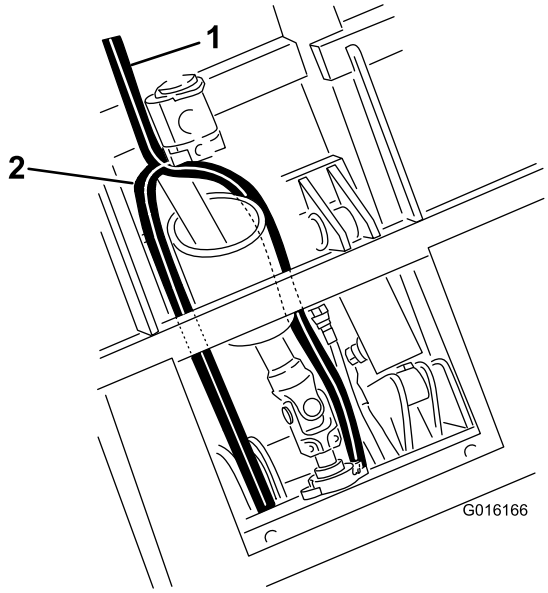

**Rysunek 46**
- Przewód ciśnieniowy poprowadź pod siłownikiem podnoszenia oraz między wspornikami mocującymi siłownik, a następnie do zaworu (Rysunek 46).
- Przewód do zbiornika poprowadź wzdłuż wałka odbioru mocy i do zaworu (Rysunek 46).